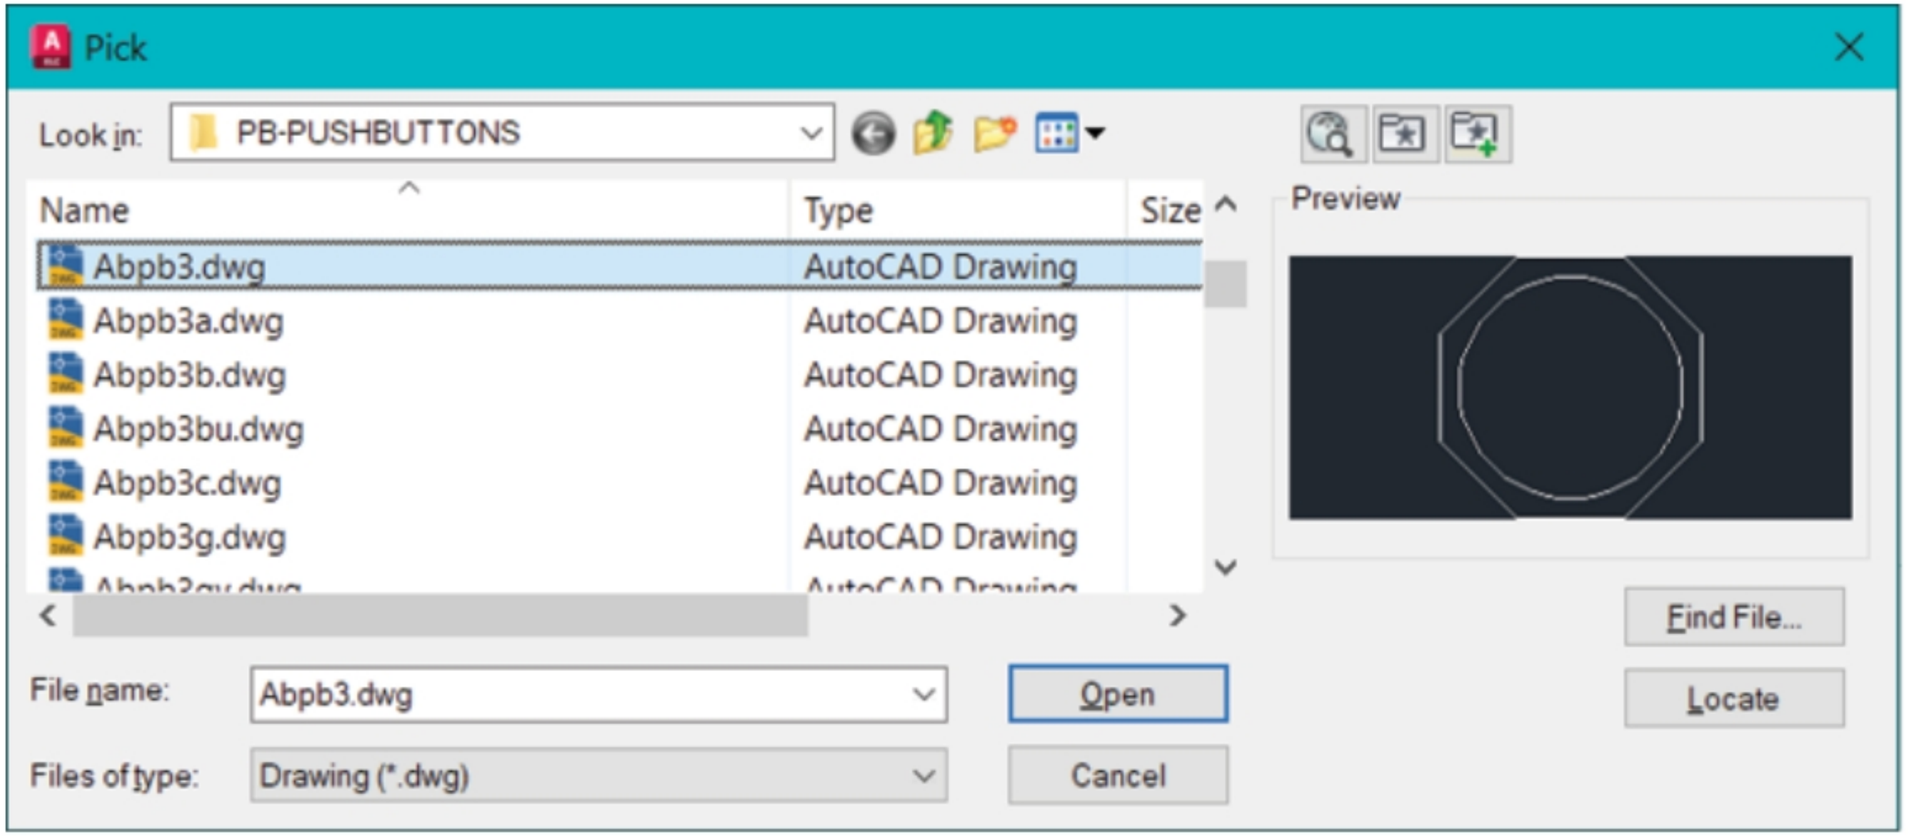

Figure-9. Pick dialog box
- If you have created a block for the component in your local drive then click on the **Browse** button and select desired component block from the dialog box; refer to Figure-9.